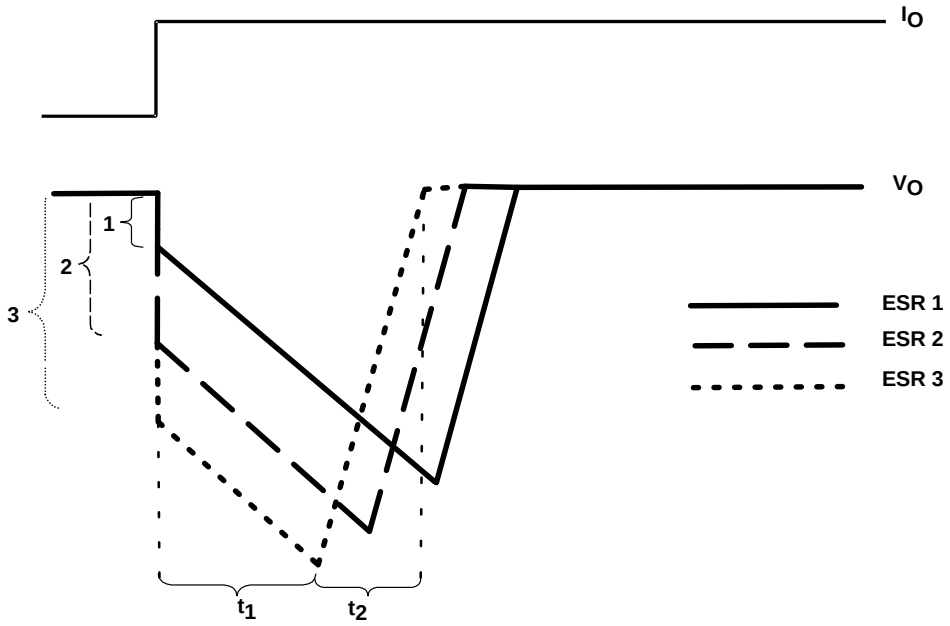

Figure 39. Correlation of Different ESRs and Their Influence to the Regulation of V_O at a Load Step From Low-to-High Output Current
- When C_O is conducting current to the load, initial voltage at the load will be $V_O = V(C_O) – V_{ESR}$. Due to the discharge of C_O, the output voltage V_O will drop continuously until the response time t_1 of the LDO is reached and the LDO will resume supplying the load. From this point, the output voltage starts rising again until it reaches the regulated voltage. This period is shown as t_2 in Figure 39.